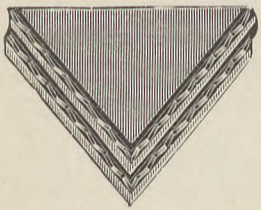

Fig. 358.
2. System Wienke. Der Zementdachstein Patent Wienke ist, wie die Abbildungen Fig. 358—365 zeigen, rautenförmig und mißt in der Höhe 550 mm, in der Breite 390 mm und in der Stärke 10 mm. Auf der Rückfläche an der oberen Spitze befindet sich eine Aufhängenase; der Stein ist in der Mitte verstärkt, wodurch er widerstandsfähiger wird. Ein doppelter Falz geht am Rande der oberen und unteren Schrägkanten mit winkelförmigen Aussparungen entlang, die sich beim Eindecken so ineinander fügen, daß dadurch ein undurchdringlicher Verschluß und eine schmale obere Ablaufsfläche an den Falzfedern gebildet wird. Der Dachstein ist an dem unteren Rande abgeschrägt und gleichzeitig gefärbt und poliert.